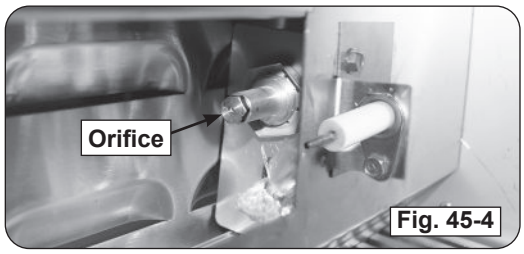

Fig. 45-4
6. Use a $^3/_8$" hex nut driver to remove the exposed orifice (Fig. 45-4). Check orifice. If needed, replace it with the correct orifice for the new gas.